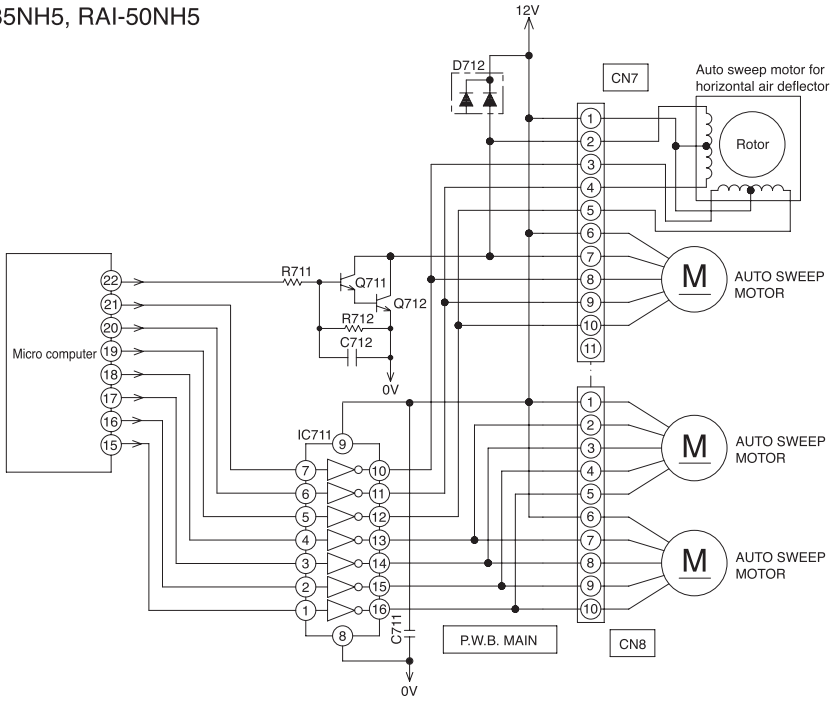
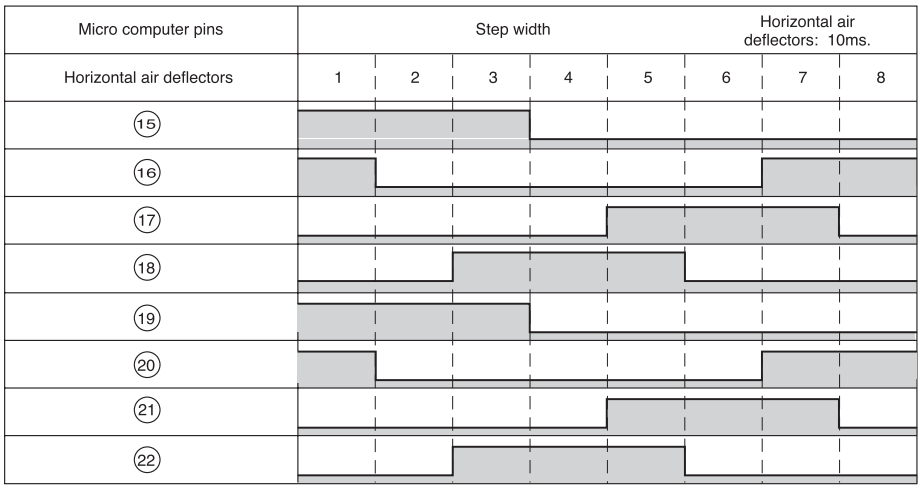

Fig.4-3
Fig.4-4 Micro computer Output Signals
- Fig. 4-3 shows the Auto sweep motor drive circuit; the signals shown in Fig.4-4 are output from pins ⑮ – ㉒ of micro computer.
- As the micro computer's outputs change as shown in Fig.4-4, the core of the auto sweep motor is excited to turn the rotor. Table 4-2 shows the rotation angle of horizontal air deflectors.